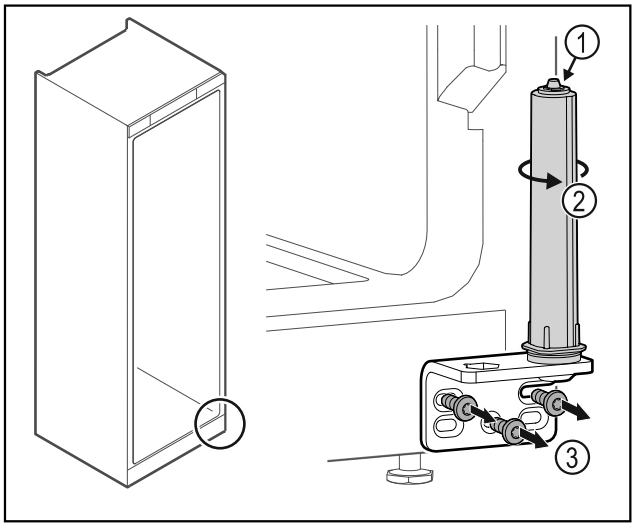

Fig. 34
▶ No desensamblar el sistema de cierre de la puerta *Fig. 34 (1)*.
▶ Girar el sistema de cierre *Fig. 34 (2)* hasta que haga clic.
▶ Desatornillar la escuadra de bisagra *Fig. 34 (3)*.